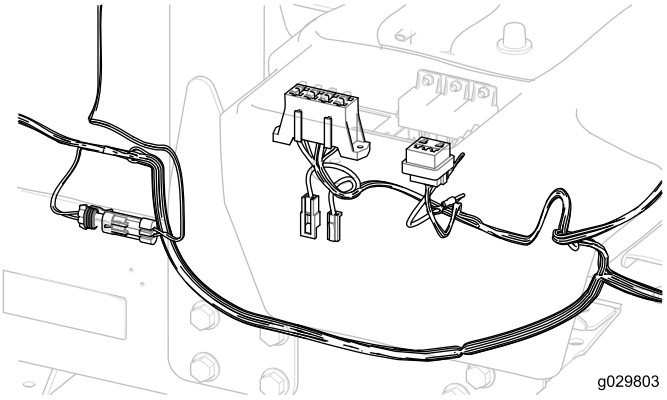

Figure 31
2. From under the right side of the traction unit, route the fuse-block section of the wiring harness up to and into the opening in the fuse compartment (Figure 31).